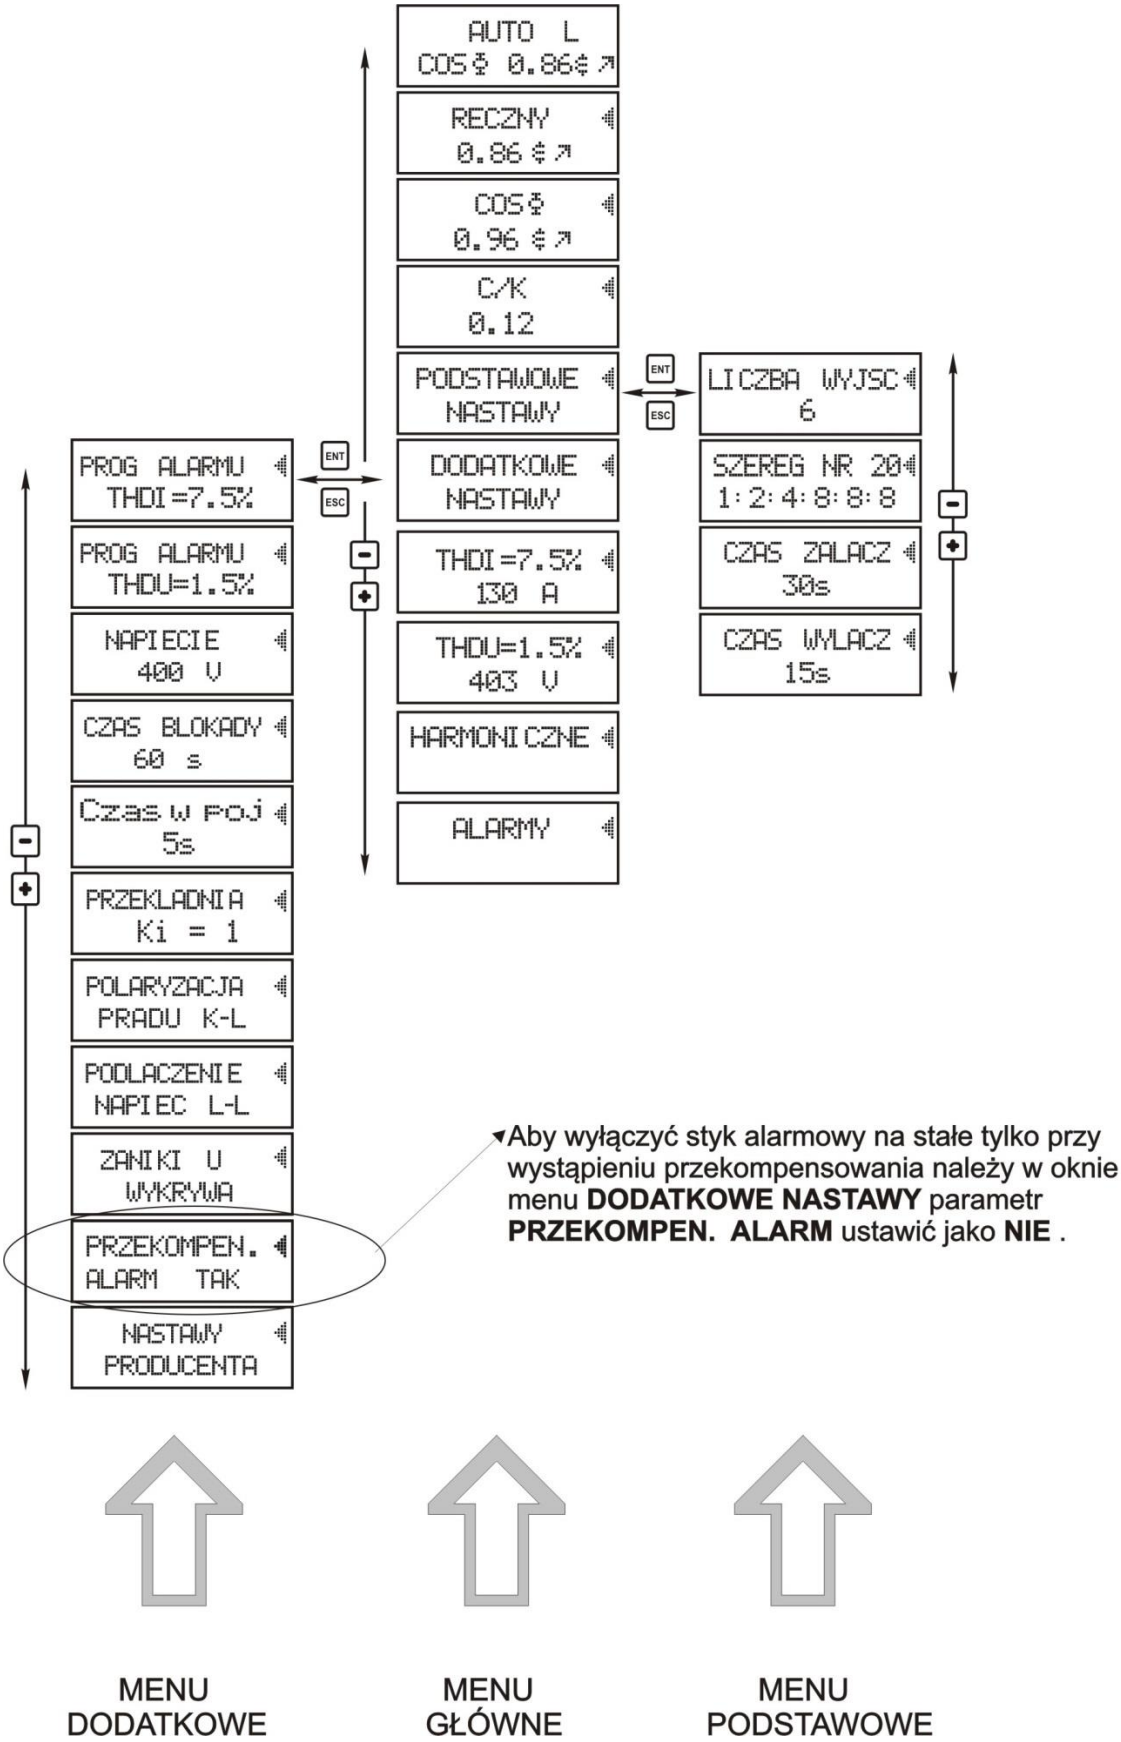

Rys. 3 Układ poruszania się po menu regulatora
- przejście do podmenu danego okna menu głównego (patrz rys.3)
Jeżeli regulator RMB-11ST zostanie podłączony do sieci niezgodnie ze schematem aplikacyjnym (rys.4,5), to na wyświetlaczu LCD w oknie podstawowym w miejsce kursora ◀ pojawi symbol natomiast w oknie menu **ALARMY** pojawi się komunikat ostrzegawczy **ZŁA FAZA .** Należy wtedy dokładnie sprawdzić, czy jest **prawidłowo usytuowany przekładnik prądowy** (patrz rys.4,5). Jeżeli podłączenie przekładnika jest prawidłowe, to należy zamienić przewody **k** i **l** na wejściu regulatora. Można to zrobić programowo (patrz pkt.7, rys.3). Regulator **nie wyświetla** komunikatu **ZŁA FAZA** przy prawidłowym podłączeniu go do sieci obciążonej indukcyjnie w zakresie 0,99poj > cosφ > 0,64ind .